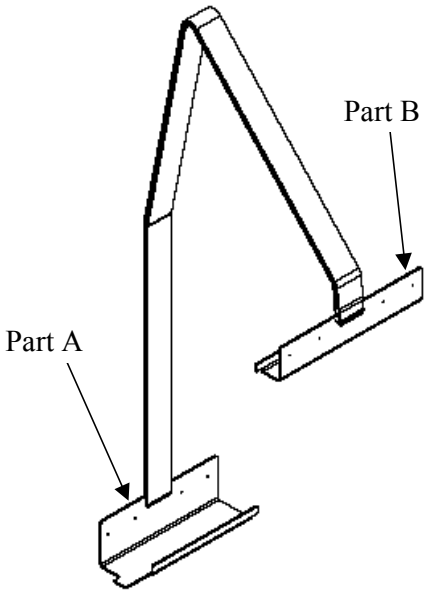

Figure 3 - Position of parts A and B
5) Position part A in the door-opening at the back of the BNA terminal (see Figures 3 and 4).
7) Position part B in the front opening of the terminal (Figures 3 and 4).